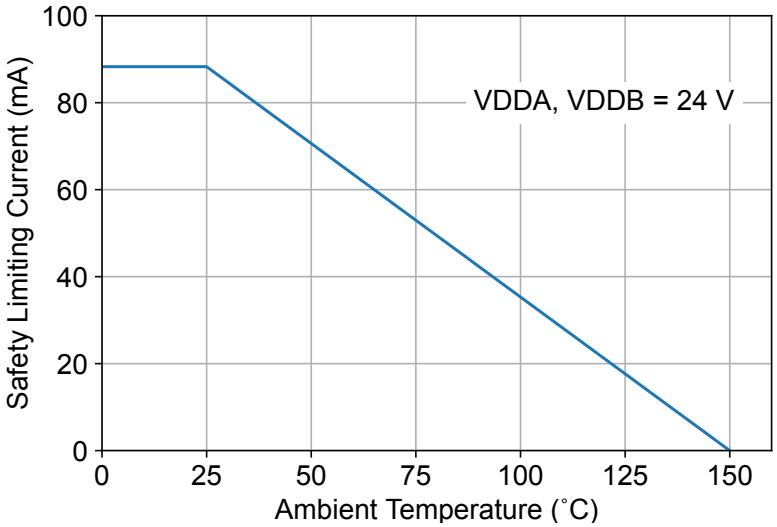
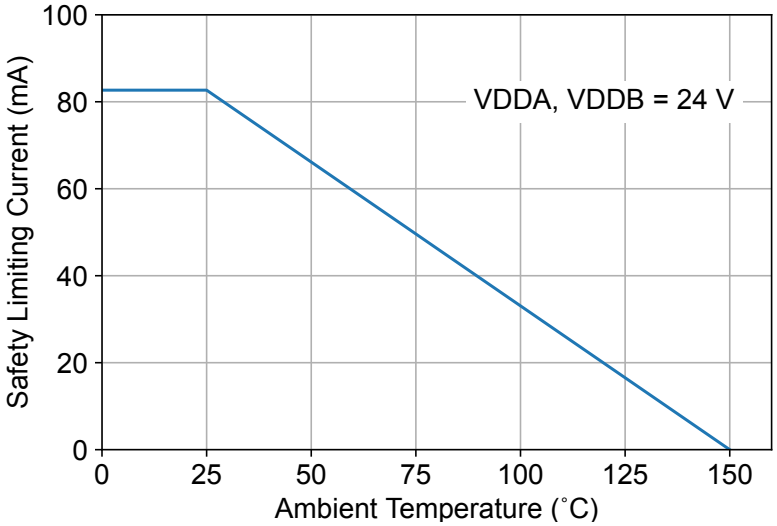

Figure 4.4. WB SOIC-14/16 Thermal Derating Curve, Dependence of Safety Limiting Values
Figure 4.5. NB SOIC-16 Thermal Derating Curve, Dependence of Safety Limiting Values
1. Maximum value allowed in the event of a failure. Refer to the thermal derating curves in Figure 4.4 WB SOIC-14/16 Thermal Derating Curve, Dependence of Safety Limiting Values on page 28 and Figure 4.5 NB SOIC-16 Thermal Derating Curve, Dependence of Safety Limiting Values on page 28.